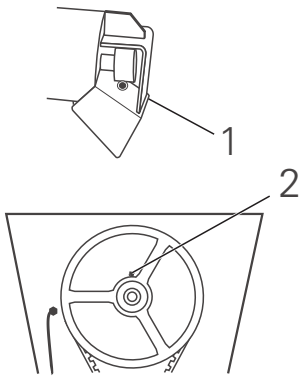

Fig. 10:
- mixing shaft bearings (Fig. 10, 1) unless the machine is fitted with a sliding bearing (see section 7.2)
- drive-shaft bearing (Fig. 10, 2) after removing the cover hood